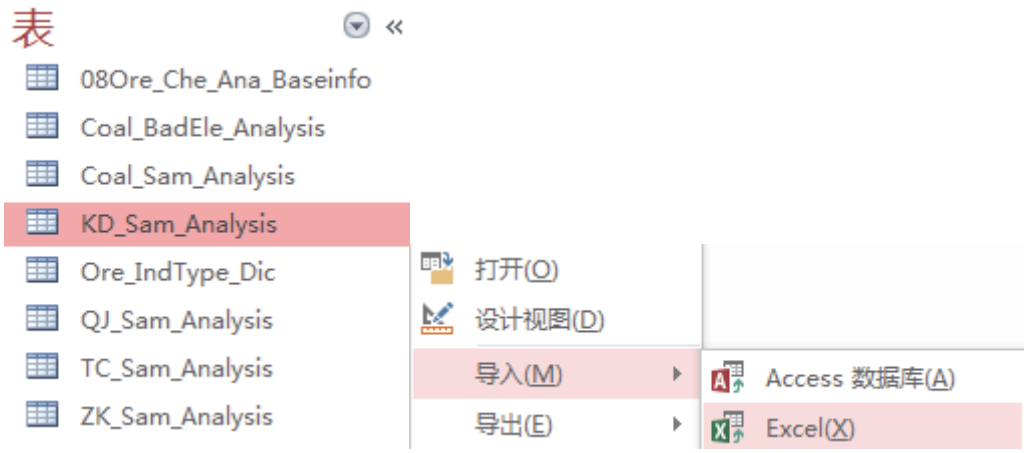

图 7-23
4. 在 Access 软件界面左侧的数据表列表中，点击选择“KD_Sam_Analysis”，再右键单击，在快捷菜单里选择“导入”→“Excel”（见图 7-23）；